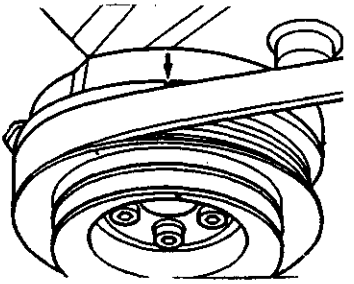

图 3—28
③这时凸轮轴正时齿带轮上的正时标记必须与气门室盖上的箭头标记对齐（见图3—29）；